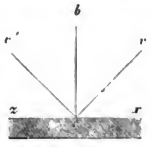

Fig. 164. Reflexion des Lichtes.
**Reflexion des Lichtes.** Jeder Körper reflektirt Licht, der eine mehr, der andere weniger; am wenigsten die Gasarten, die uns deshalb auch häufig unsichtbar bleiben. Nehmen wir eine glatt polirte ebene Fläche von Metall (Fig. 164), einen **Planspiegel**, und lassen wir auf diese einen Lichtstrahl v **auffallen**, so wird derselbe zurückgeworfen, und zwar so, daß **der Winkel**, unter welchem er von dem Spiegel fortgeht, genau so groß ist wie derjenige, unter welchem er auftraf (der **Einfallswinkel** vcb ist dem **Ausgangswinkel** bcv' gleich), ferner so, daß die einfallenden Strahlen vc mit den reflektirten v'c in einer Ebene liegen, welche auf der spiegelnden Ebene senkrecht steht. Wenn man die Fenster eines Zimmers verschließt und nur eine kleine Oeffnung läßt, durch welche die Sonne hereinscheint, so kann man dadurch, daß man die Sonnenstrahlen mit einer Spiegelscheibe auffängt, sich von der Richtigkeit der ausgesprochenen Gesetze augenscheinlich überzeugen.